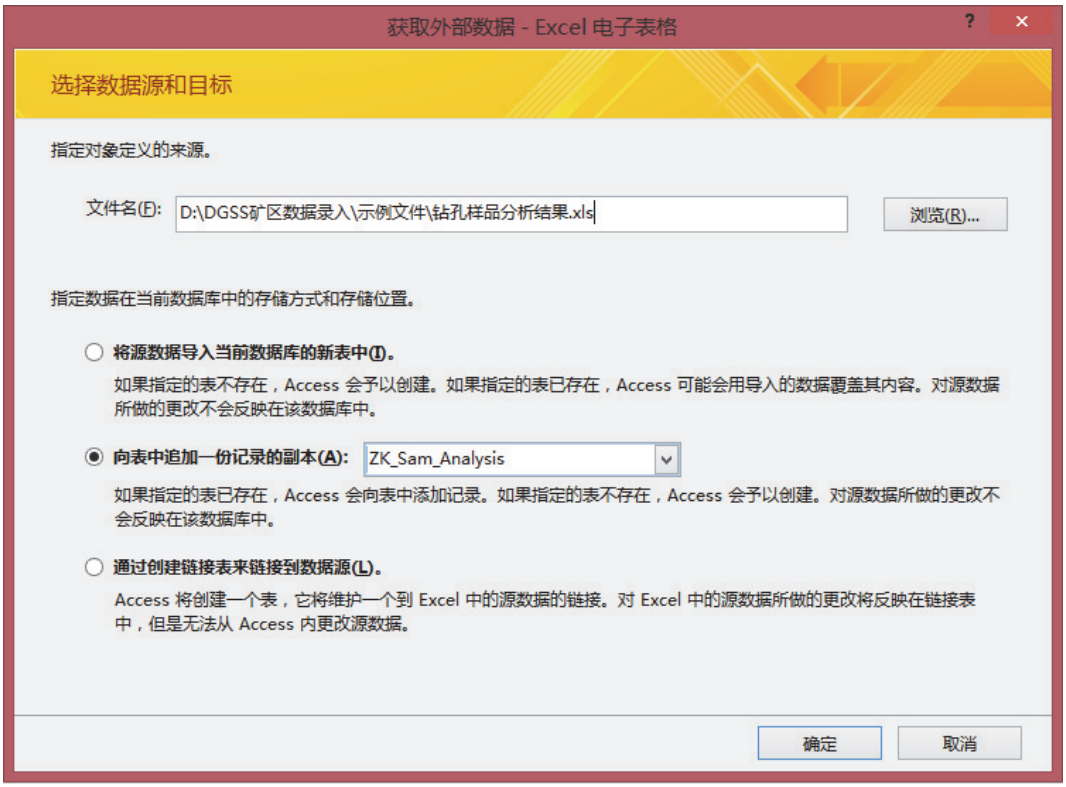

图 7-40
5.在获取外部数据对话框中，点击“浏览”按钮，指定“???钻孔样品分析结果. xls”文件的位置，在“向表中追加一份记录的副本”下拉框中选择“ZK_Sam_Analysis”，然后点击确定（见图 7-40）；